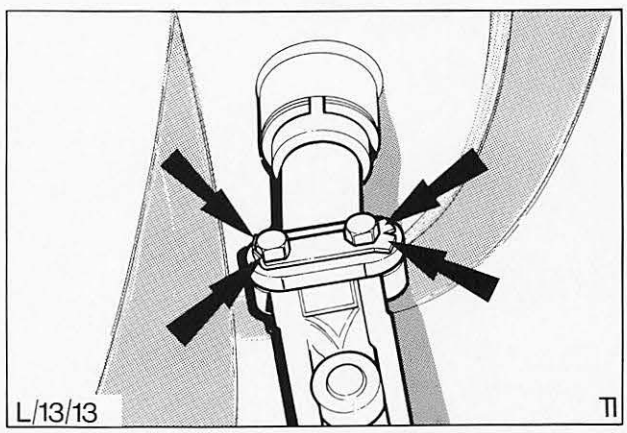

Abb. 86 Verbindungsgelenk an Lenkspindel montieren (alle vier Ecken des Sicherungsbleches umbiegen)
6. **Alle vier** Ecken des Sicherungsblechs umbiegen, Abb. 86.